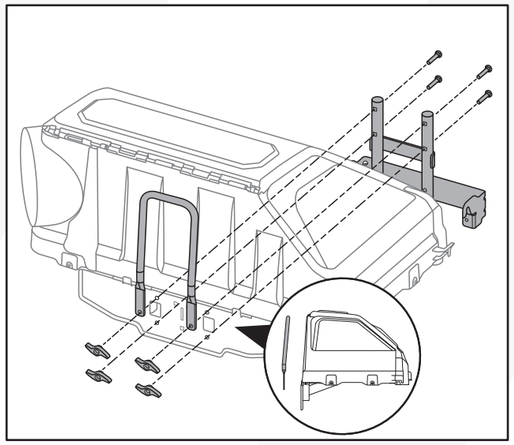

Fig. 7
1.Conecte el soporte superior del recogedor de hierba y el soporte en U a la cubierta del recogedor de hierba con cuatro tornillos (M8 x 45) y cuatro tuercas de mariposa. Asegúrese de que la punta del soporte en U se incline hacia la campana del recogedor de hierba. (Fig.7)